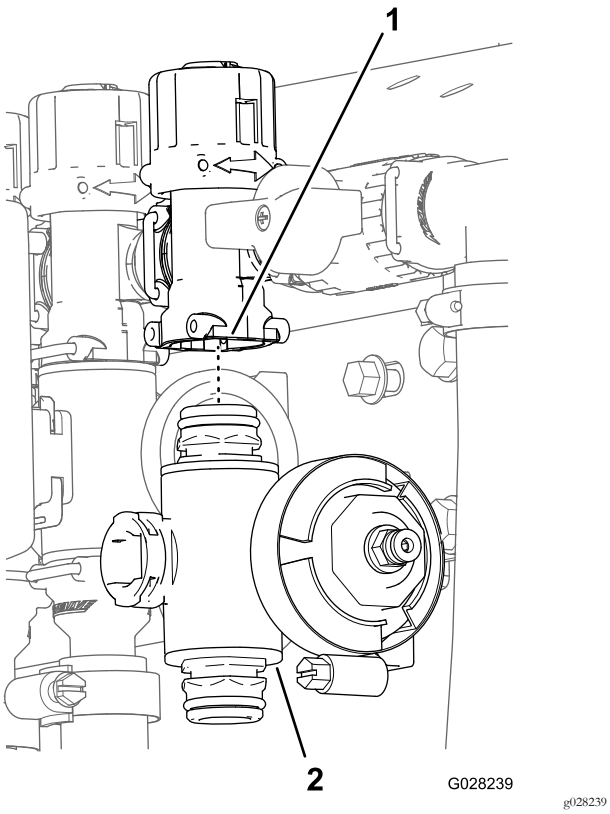

Figura 138
3. Retire el distribuidor de la válvula de sección de la máquina (Figura 138).